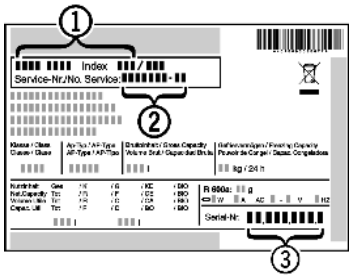

Fig. 13
▶ Relever la désignation de l'appareil *Fig. 13 (1)*, le n° de service *Fig. 13 (2)* et le n° de série *Fig. 13 (3)* sur la plaquette signalétique. Cette plaquette se trouve sur la paroi intérieure gauche de l'appareil.
▶ Informer le S.A.V. et lui communiquer la panne, la désignation de l'appareil *Fig. 13 (1)*, le n° de service *Fig. 13 (2)* et le n° de série *Fig. 13 (3)*.